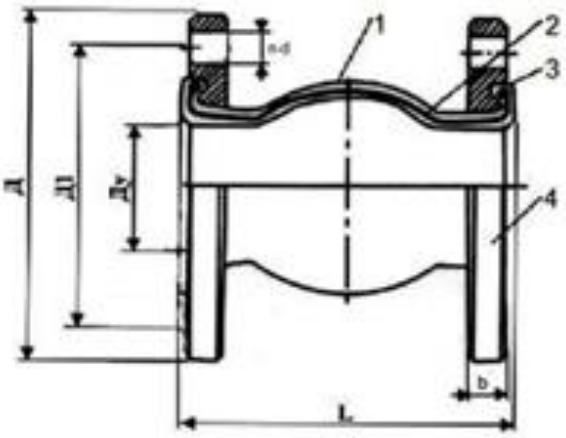

Рис.1
2.2. Основные габаритные и присоединительные размеры приведены в табл. 1 и на рис. 1